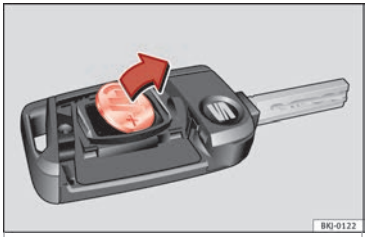

Fig. 138 Vehicle key: removing the battery.
- Extract the battery from the compartment using a suitable thin object ››› Fig. 138.
- Place the new battery in the compartment as shown ››› Fig. 138, pressing in the opposite direction to that shown by the arrow ››› ❗.